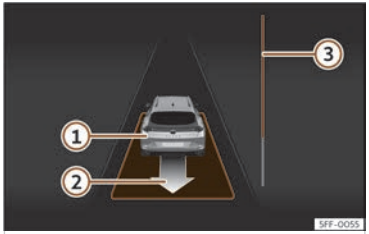

Fig. 154 A la pantalla del quadre d'instruments: sortir d'un aparcament en línia.
- Retrocediu fins que soni el senyal continu del ParkPilot; **O BÉ:** feu marxa enrere fins que a la pantalla del quadre d'instruments aparegui la indicació de fer marxa endavant. La barra de progrés ››› **fig. 154** ③ indica la distància que cal recórrer.